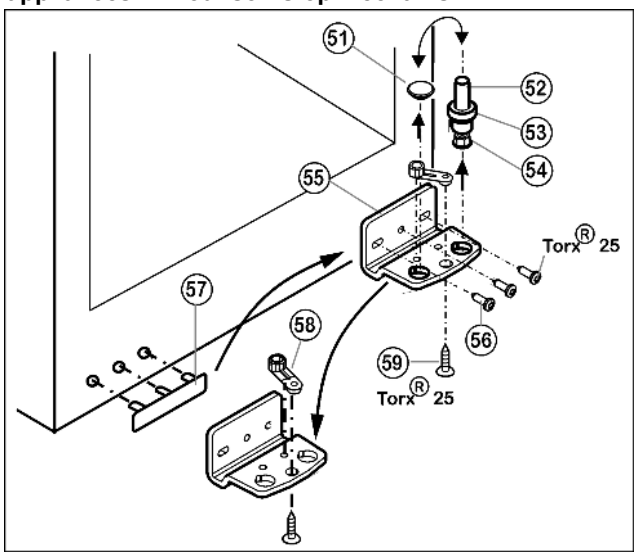

Fig. 14
- ▶ Lift out the bearing pin *Fig. 14 (52)* together with washer *Fig. 14 (53)* and adjustable-height foot *Fig. 14 (54)*.
- ▶ Lift off the stopper *Fig. 14 (51)*.
- ▶ Unscrew *Fig. 14 (56)* the turn hinge *Fig. 14 (55)*.
- ▶ Unscrew *Fig. 14 (59)* the bearing element *Fig. 14 (58)*, transfer it to the opposite location hole of the turn hinge and screw it firmly into place.
- ▶ Carefully lift off the cover on the handle side *Fig. 14 (57)* and transfer it to the opposite side.
- ▶ Screw the turn hinge *Fig. 14 (55)* firmly into place on the new hinge side, possibly using a cordless screwdriver **(with 4 Nm)**.
- ▶ Re-insert the stopper *Fig. 14 (51)* into the other hole.
- ▶ Re-insert the bearing pin *Fig. 14 (52)* together with the washer and adjustable-height foot. In so doing, pay attention that the locating lug points backwards